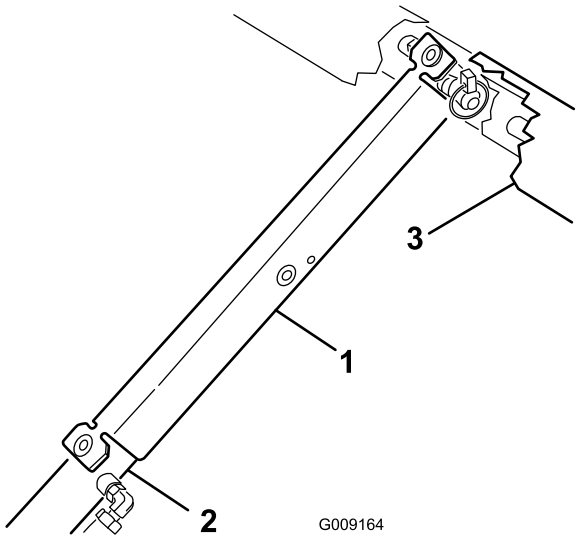

Figur 31
3. Skyv støttepilaren for lasteplanet på sylinderstangen. Påse at pilarendene hviler på enden av sylinderløpet og sylinderstangen (Figur 31).